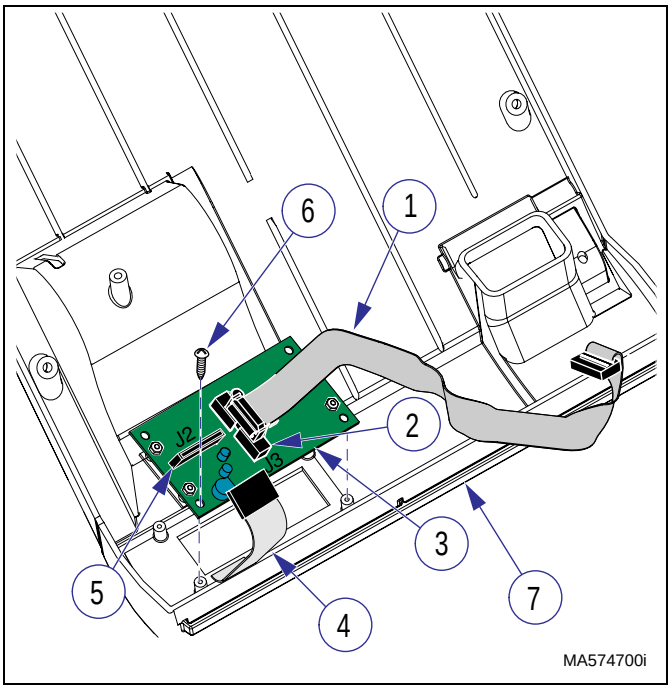

Figure 4-3. Display PCB
(1) Unplug power cord from outlet receptacle.
(2) Remove top cover (Refer to para 4.3).
(3) Disconnect PC harness (1, Figure 4-3) from connector J3 (2) of display PCB (3).
(1) Install display PCB (3, Figure 4-3) on top cover (7) and secure with four screws (6).
(2) Connect display harness (4) to connector J2 (5) of display PCB (3).
(3) Connect PC harness (1) to connector J3 (2) of display PCB (3).
(4) Install top cover (Refer to para 4.3).
(5) Plug unit power cord into outlet receptacle.